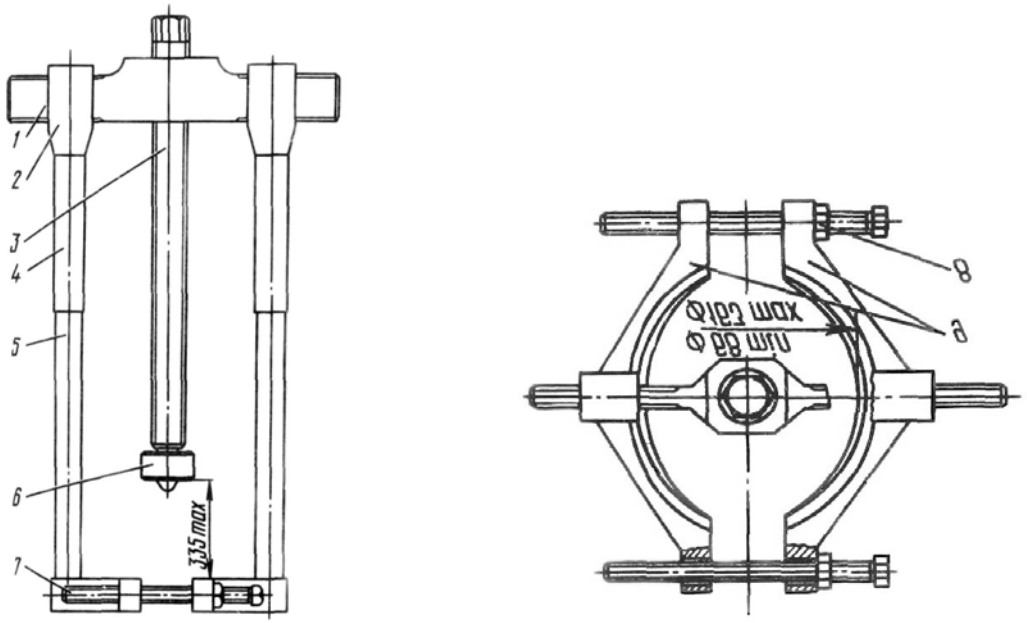

Рис.65. Съемник для спрессовки упорного кольца балансира:
4. Извлеките из кольцевой канавки упорных колец 26 (см. рис.63) уплотнительные кольца 27 и с помощью съемника (рис.65) спрессуйте с оси 17 упорные кольца 26 балансиров, установив захваты съемника в кольцевую канавку упорного кольца 26.